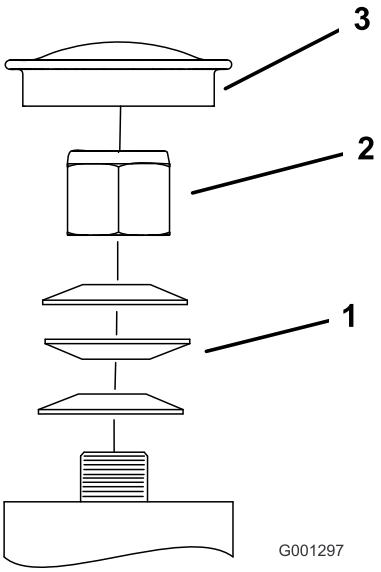

**Figur 58**
3. Fjern støvhætten fra styrehjulet, og spænd låsemøtrikken (Figur 58).
4. Spænd låsemøtrikken, indtil fjederskiverne er flade, og skru derefter 1/4 omgang ud for at indstille forspændingen på lejerne korrekt (Figur 58).
**Vigtigt: Sørg for, at fjederskiverne monteres korrekt som vist i Figur 58.**
5. Monter støvdækslet (Figur 58).